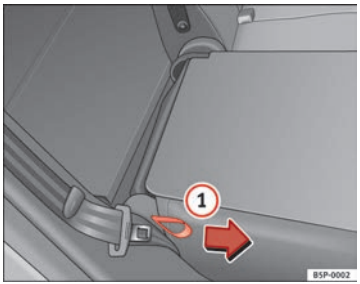

Fig. 99 Folding or opening the rear seat backrest
– Pull the loop on the side of the seat ⇒ Fig. 99 (1) in the direction of the arrow and lift the seat backrest into position.